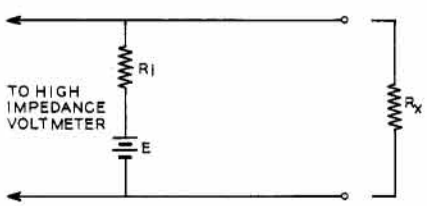

Figure 2
A frequently used ohmmeter circuit is based on the principle shown in Figure 2. If the source voltage (E) is one volt and R_x is infinite, the voltmeter will deflect to full scale on its one volt range. A short circuit at R_x would show no deflection. If R_x were equal to R_i, a midscale reading would occur. Thus the ohms scale is calibrated with "zero" at no deflection, "infinity" at full deflection, and the value of R_i at midscale. Such an ohmmeter is included in ⓗⓟ 410B, which has mid-scale resistance readings ranging from 10 ohms to 10 megohms in seven ranges.